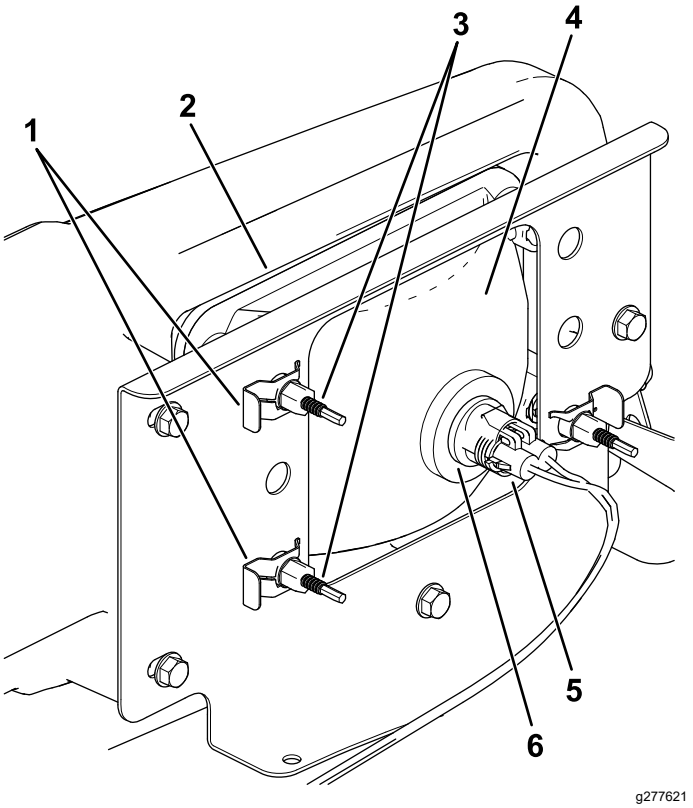

Figura 43
3. Desconecte el conector eléctrico del arnés de cables del conector del conjunto de la lámpara (Figura 43).
4. Retire los conectores rápidos que sujetan el faro al soporte del faro (Figura 43).
5. Retire el faro desplazándolo hacia adelante y pasándolo por el hueco del parachoques delantero (Figura 43).
6. Introduzca el faro nuevo a través del hueco del parachoques (Figura 43).
8. Conecte el conector eléctrico del arnés de cables al conector del conjunto de la lámpara (Figura 43).
5. En la parte trasera del faro, gire los tornillos de ajuste (Figura 43) para pivotar el conjunto y ajustar de la posición del haz de luz.